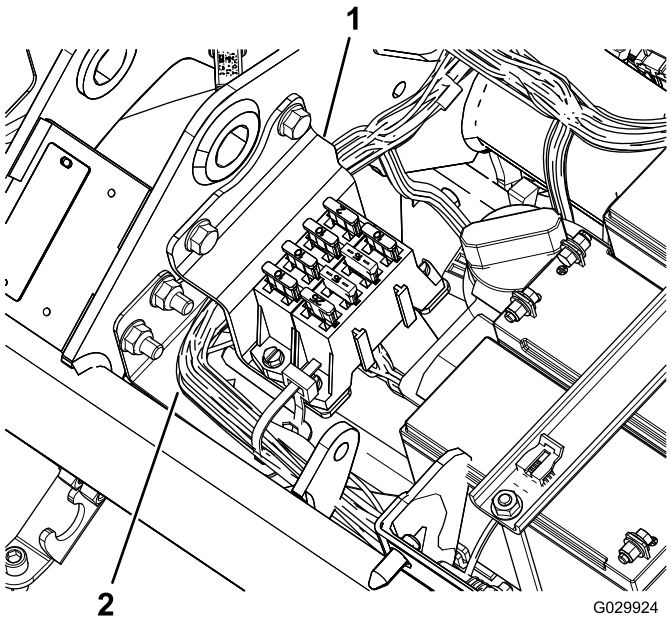

Figur 9
22. Montera säkringsblocket med kablaget draget bakom fästet (Figur 9).